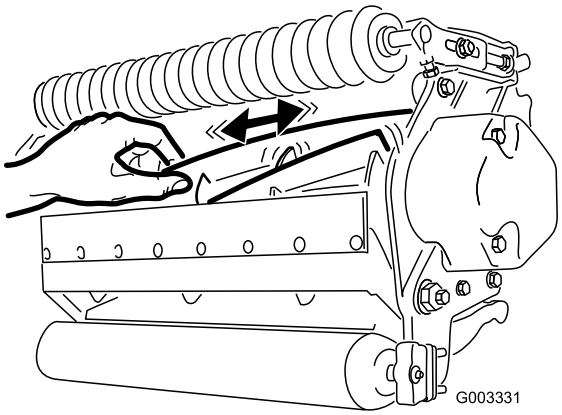

Figuur 24
2. Houd met een doek of dik gevoerde handschoen het mesblad vast en probeer de messen zijdelings te bewegen (Figuur 24).